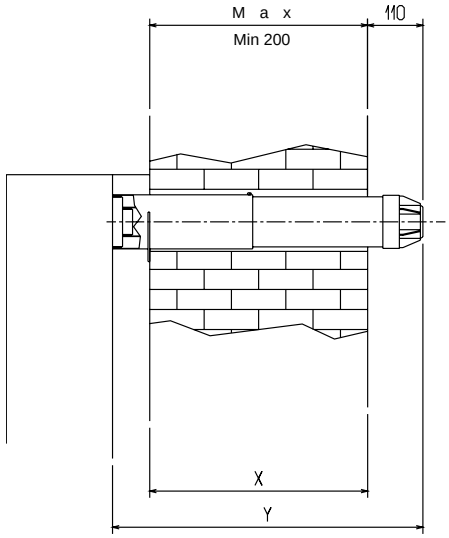
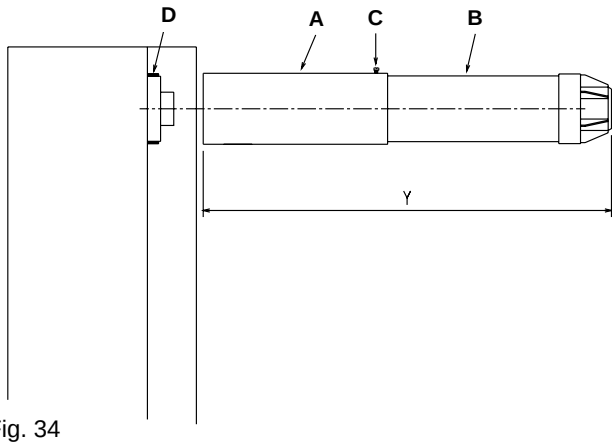
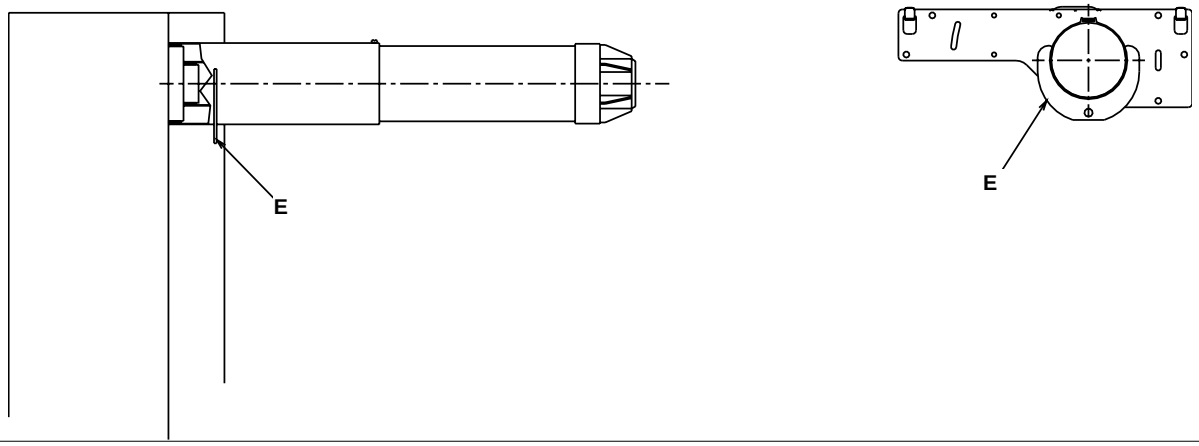

Fig. 33
Fig. 34
Fig. 34A
11.1 FITTING THE FLUE (see fig. 33)
Carefully measure the thickness of the wall (dimension **x** - fig. 33). Take the outer concentric flue pipe (**A**) and – using a twisting action – ease it over the inner concentric flue pipe (**B**) (fig. 34). Add 210 mm to '**x**' to give you dimension '**y**'. Push both the inner and outer concentric flue pipes together until the total length of the flue assembly is equal to dimension '**y**'. Secure the flue assembly in place by using the screw provided (**C**).
Pull the flue assembly firmly towards and over the appliance flue spigot (fig. 34A) and – using a twisting action – ensure the correct seal is made. Insert the locking collar (**E**) into the groove on the flue assembly as shown in fig. 34 a and rotate to conceal.